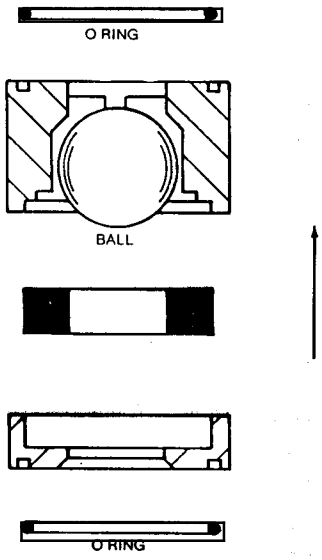

Figure 34
a) les clapets pour produits chargés (figure 34) qui ont un siège en élastomère pour être utilisés avec des suspensions contenant des produits abrasifs.